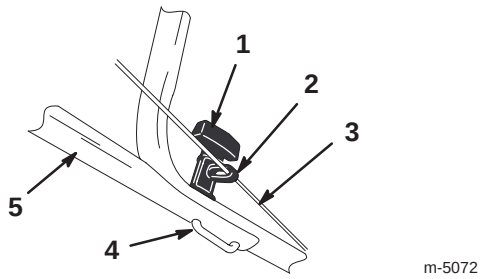

Figur 3
5. Påse at kabelføreren er plassert som i figur 3.